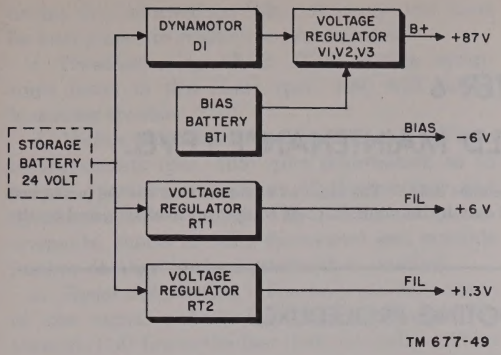

Figure 49. Dynamotor-Power Supply DY–79/PRD–1, block diagram.
b. Dynamotor-Power Supply DY–79/PRD–1 (fig. 49) contains four stages as follows:
(1) Dynamotor D1, two current tubes V1 and V2, and control tube V3, together with bias battery BT1 (not furnished), furnish B+ voltage of +87 volts at 25 to 45 milliamperes.
(2) Bias battery BT1 to furnish a bias voltage of −6 volts ±10 percent.
(3) Voltage regulator RT1 to furnish a heater voltage of +6 volts ±10 percent at .65 to .8 ampere.
(4) Voltage regulator RT2 to furnish a filament voltage of +1.3 volts ±10 percent at .45 ampere.